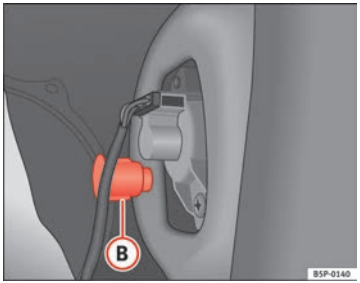

Abb. 197 Standlicht / Bremslicht
– Schrauben Sie die Kunststoffhalterung ⇒ Abb. 197 (B) der Rückleuchte heraus. Zum Herausdrehen können Sie einen Schraubendreher in dieses Teil einsetzen.